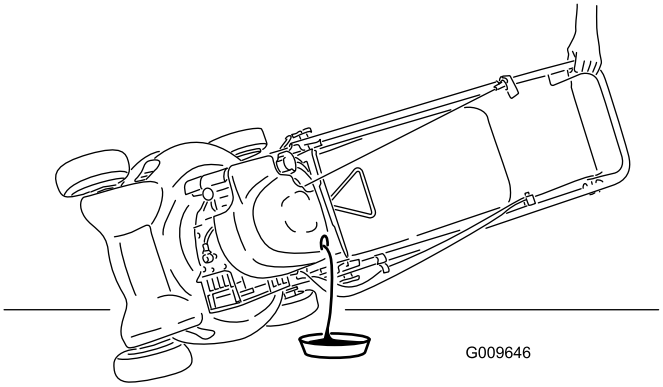

Bild 23
3. Kippen Sie den Rasenmäher seitlich (Peilstab nach unten), um das Altöl über das Öleinfüllrohr abzulassen (Bild 23).